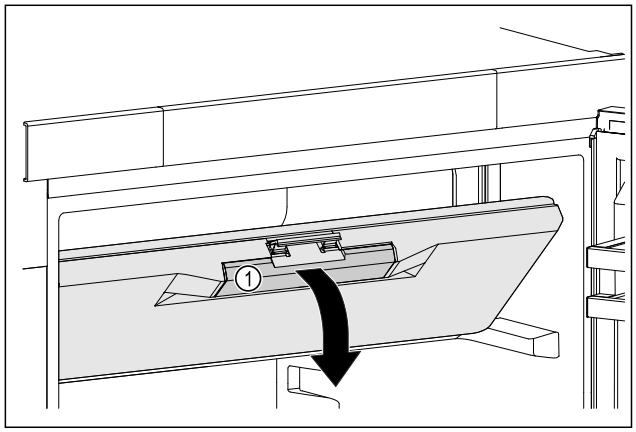

*Fig. 46*
▶ Prindeți ușa compartimentului de congelare de mânerul încastrat *Fig. 46 (1)*.